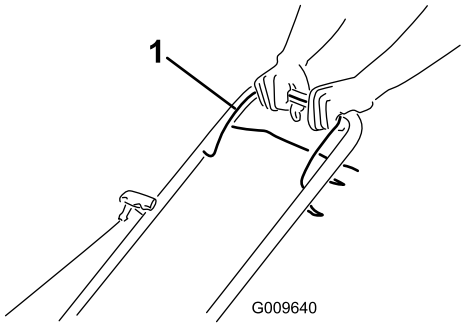

Figur 10
1. Håll knivstyrstången mot handtaget (Figur 10).